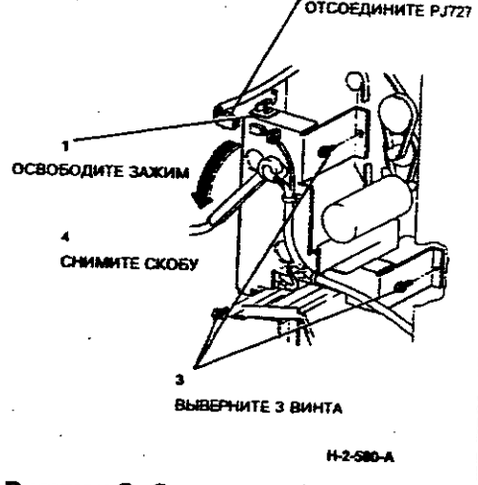

**Рисунок 2. Отведение стыковочной скобы**
4. (Рисунок 2) Отверните стыковочную скобу.